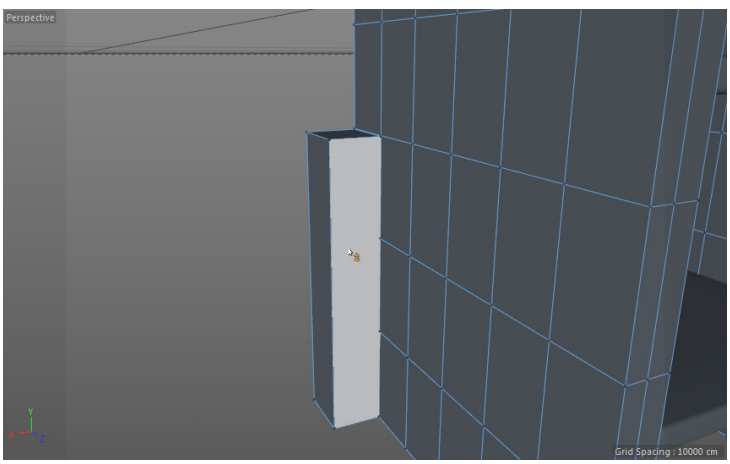
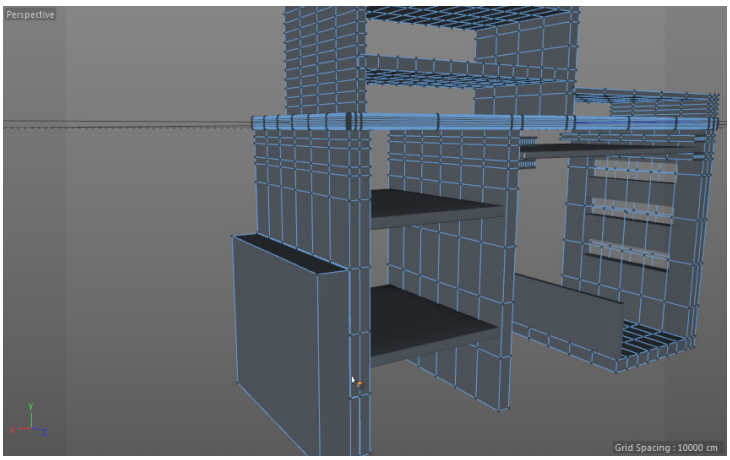

Figure 3-121 *Highlighted polygon*
Figure 3-122 *Dragging the highlighted polygon*
5. Rotate the viewport using the ALT key and then hover the cursor on the polygon; the polygon is highlighted, as shown in Figure 3-121. Next, hold the CTRL key and drag the highlighted polygon, as shown in Figure 3-122.